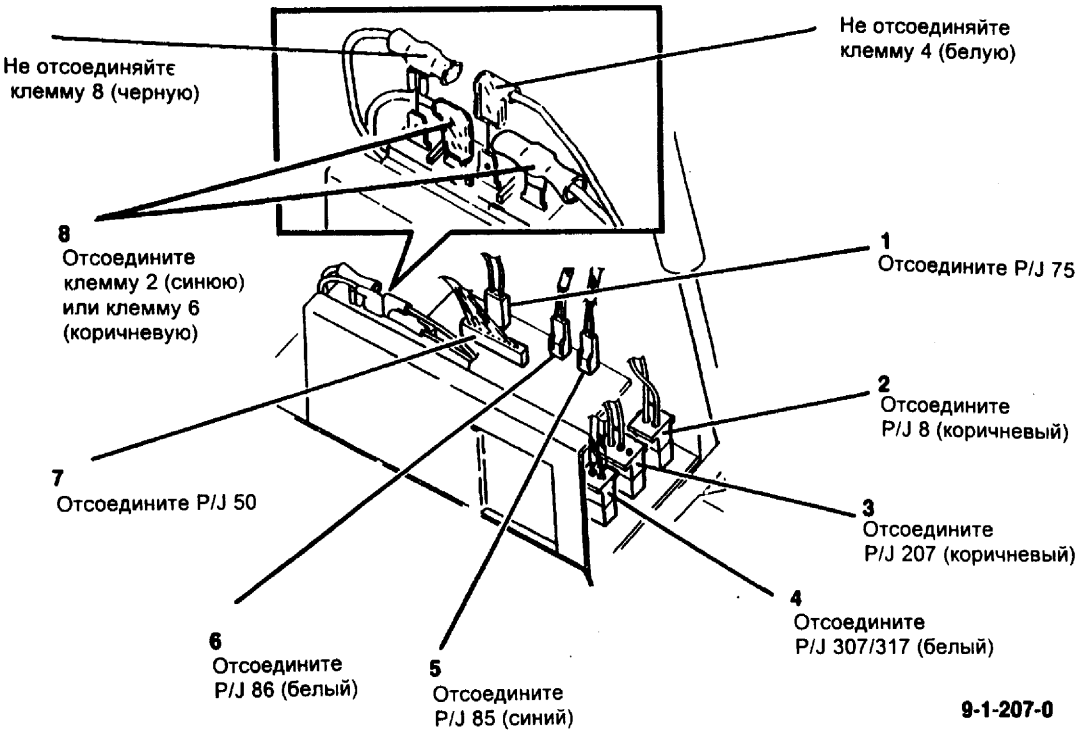

Рис. 2 Отсоединение клемм и разъемов
5. (Рис. 2) Отсоедините клеммы драйверной PWB переменного тока и разъемы.